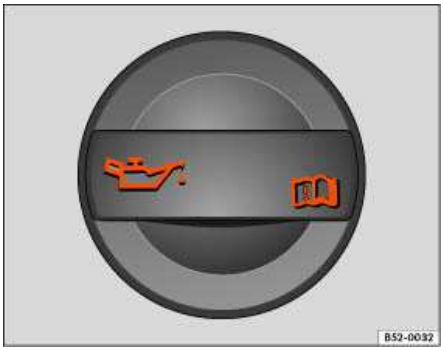

Fig. 141 In the engine compartment: Engine oil filler cap.
4. Find the oil filler opening and the dipstick. You can identify these by the e symbol on the engine oil filler cap ⇒fig. 141 and the colored handle on the dipstick. If you are not sure where the cap and
9. Remove the cap on the engine oil filler opening ⇒ fig. 141.